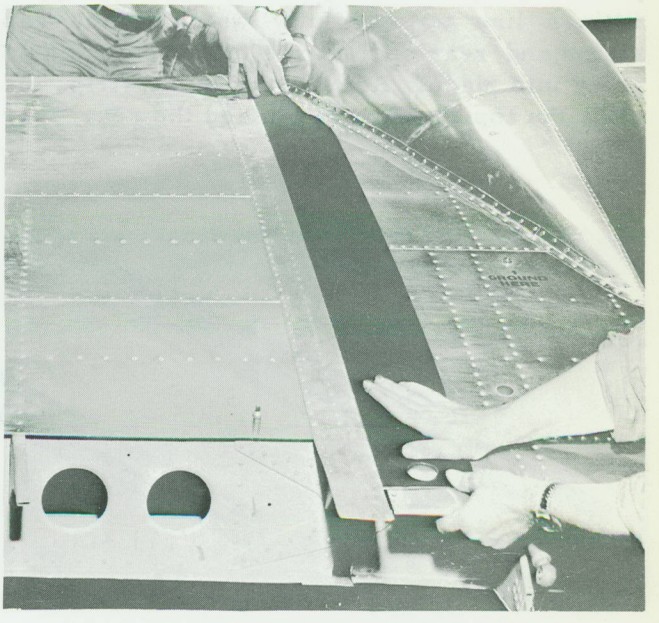

Figure 2-17 Guide Strip in Place
n. This pin will now totally support the root end of the wing, allowing the workman at the leading edge to guide the top wing gap strip over the stub skin by inserting a strip of metal about 4 inches wide between the stub skin and gap strip (Figure 2-17). The workmen at the root end trailing edge will, at the same time, help take care of the top guide strip and bottom gap strip. The two workmen at the tip will remain there to raise it into position and the man at the nacelle will remain there to install the upper pin and keep a careful watch to see that nothing binds or is damaged while the wing is being raised.
f. This pin will now totally support the root end of the wing, allowing the workman at the leading edge to guide the top wing gap strip over the stub skin by inserting a strip of metal about 4 inches wide between the stub skin and gap strip (Figure 2-17). The workmen at the root end trailing edge will, at the same time,